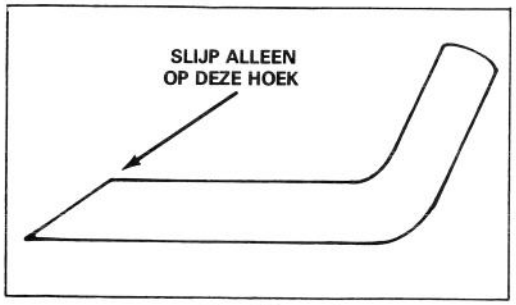

Afbeelding 13
6. SLIJPEN VAN HET MES — Slijp de bovenkant van het mes met een vijl en behoud de oorspronkelijke snijhoek (Afb. 13). Het mes blijft in balans, wanneer van beide snijkanten eenzelfde hoeveelheid wordt weggeslepen.